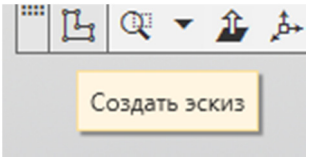

Рис. 1.27
2. Нажмите кнопку Создать эскиз на Панели быстрого доступа. Используя команды с панели Геометрия, создайте показанный на рис. 1.7, *а* эскиз. Нанесите размеры. Заканчивается эскиз повторным нажатием кнопки Создать эскиз (рис. 1.27).